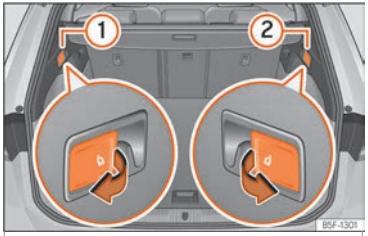

Abb. 119 Im Gepäckraum: Hebel zum Entriegeln der Rücksitzlehne.
- Ziehen Sie am Hebel zur Fernentriegelung auf der linken ››› **Abb. 119** ① oder rechten ② Seite der Rückenlehne in Pfeilrichtung. Der entriegelte Teil der Rücksitzbank klappt nun automatisch nach vorn um.